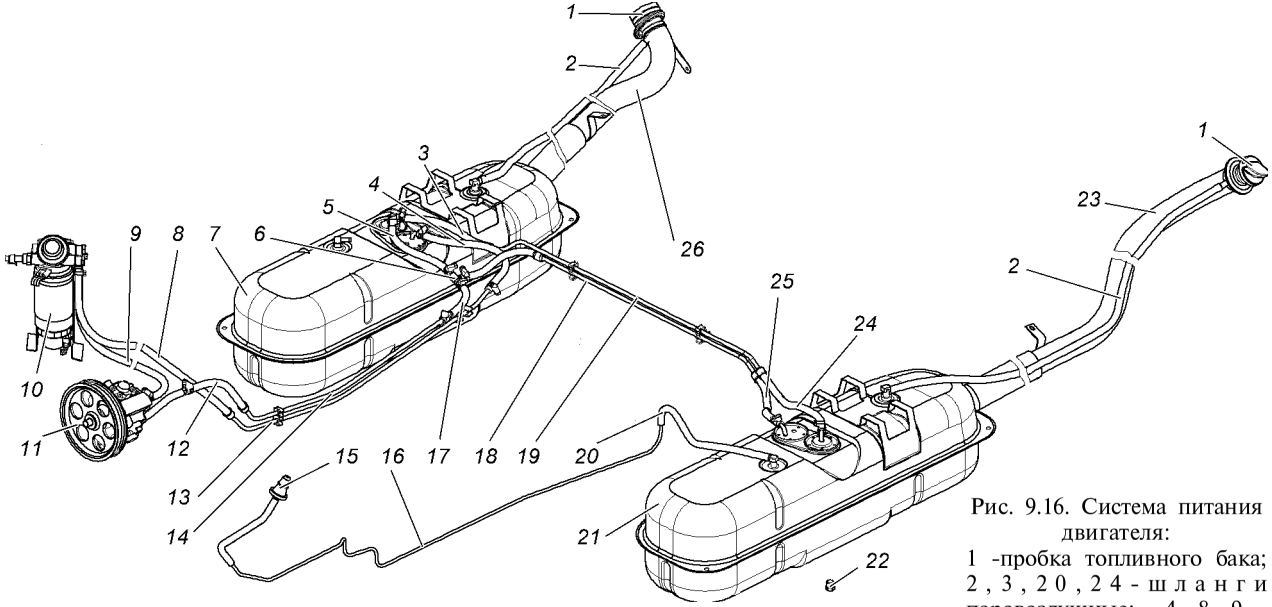

Рис. 9.16. Система питания двигателя:
Система питания (рис. 9.16)
1. Убедиться в том, что пробки заливных горловин топливных баков 1 (рис. 9.16) затянуты надежно. Пробки горловин наливных труб топливных баков глухие и обеспечивают герметичное уплотнение;
Струйный насос 6 (рис. 9.16). Периодически проверяйте герметичность насоса и его соединений. При отсутствии перекачки топлива из левого бака в правый, разберите насос (выверните форсунку), промойте его и продуйте воздухом.
Топливный насос высокого давления (ТНВД) 11 (рис. 9.16).